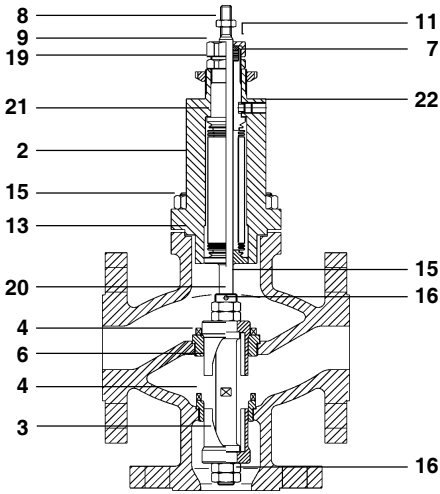

图10. 分流阀
4.3.3 分流阀更换阀芯、阀座和波纹管组件的步骤（参考图10）